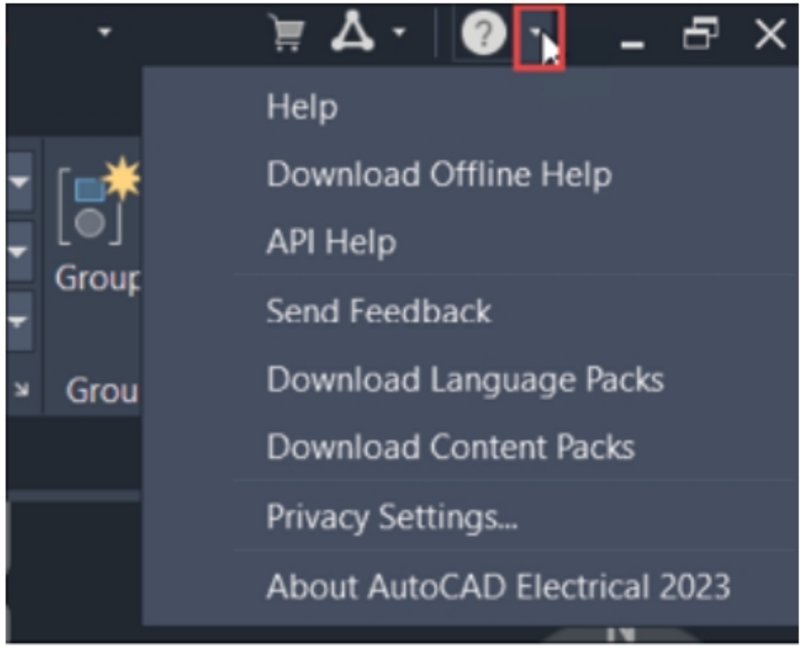

Figure-15. Help menu
- **Help** button is used to display online help of AutoCAD Electrical on the Autodesk server. If you click on the down arrow next to help button then a list of options is displayed; refer to Figure-15. If you want to use offline help then click on the **Download Offline Help** option and select the version of software from web page.